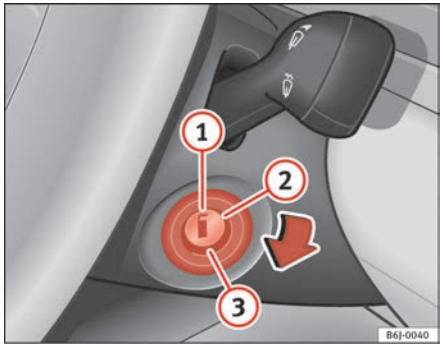

Fig. 94 Ignition key positions
In this position ⇒ fig. 94 the ignition and the engine are OFF and the steering may get locked.
– Turn the ignition key to position ⇒ page 128, fig. 94 (2). The indication lamp ⌇⌇ will light for engine pre-heating.
– When the warning lamp turns off, turn the key to position (3) to start the engine. Do not press the accelerator.
– Turn the ignition key to position ⇒ page 128, fig. 94 (1). ▶